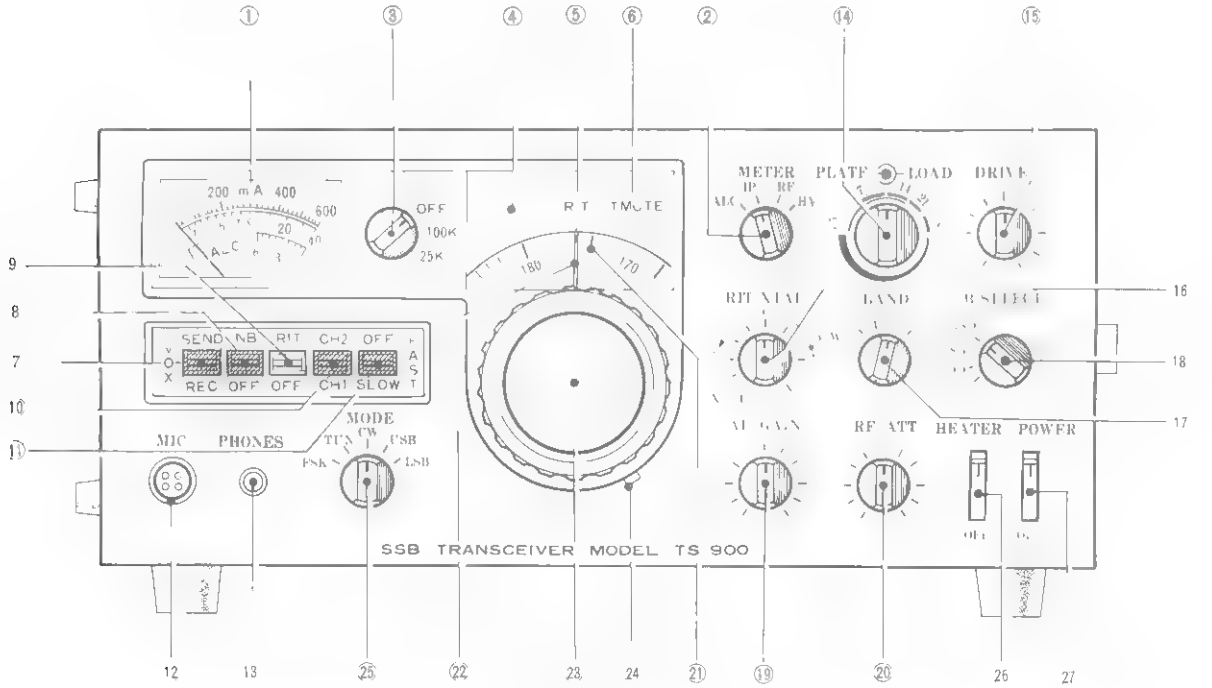

FIGURE 5. TS-900 Front Panel Controls.
## 3.1 FRONT PANEL CONTROLS (See Figure 5)
**METER** (1 on Figure 5)
**METER SWITCH** (2 on Figure 5)
**CAL (Calibrator) SWITCH** (3 on Figure 5)
**RF LAMP (AGC)** (4 on Figure 5)
**RIT LAMP** (5 on Figure 5)
**T. MUTE LAMP** (6 on Figure 5)
**STAND-BY SWITCH** (7 on Figure 5)
**NB SWITCH** (8 on Figure 5)
**RIT SWITCH** (9 on Figure 5)
**FIXED CHANNEL SELECTOR SWITCH** (10 on Figure 5)
**AGC SWITCH** (11 on Figure 5)
**MIC CONNECTOR** (12 on Figure 5)
**PHONES JACK** (13 on Figure 5)
**PLATE/LOAD CONTROL** (14 on Figure 5)
**DRIVE CONTROL** (15 on Figure 5)
**RIT/XTAL CONTROL** (16 on Figure 5)
**BAND SWITCH** (17 on Figure 5)
**B. SELECT SWITCH** (18 on Figure 5)
**AF GAIN CONTROL** (19 on Figure 5)
**RF ATT CONTROL** (20 on Figure 5)
**DIAL SCALE** (21 on Figure 5)
**DIAL POINTER** (22 on Figure 5)
**MAIN TUNING KNOB** (23 on Figure 5)
(24 on Figure 5)
**MODE SWITCH** (25 on Figure 5)
**HEATER SWITCH** (26 on Figure 5)
**POWER SWITCH** (27 on Figure 5)